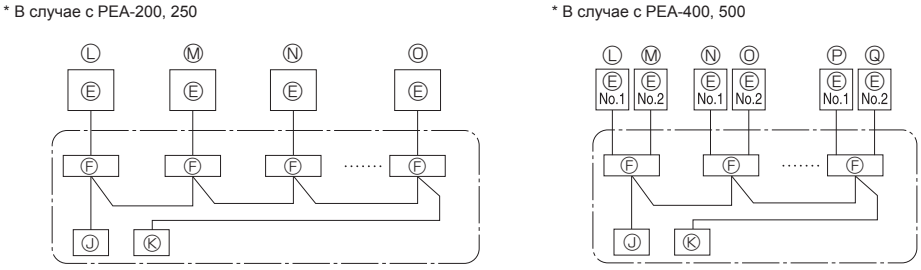

Fig. 6-2
6.1. Наружный прибор (Fig. 6-1, Fig. 6-2)
(1) Снимите защитную панель.
(2) Подсоедините кабели, как указано на рис. 6-1 и рис. 6-2.